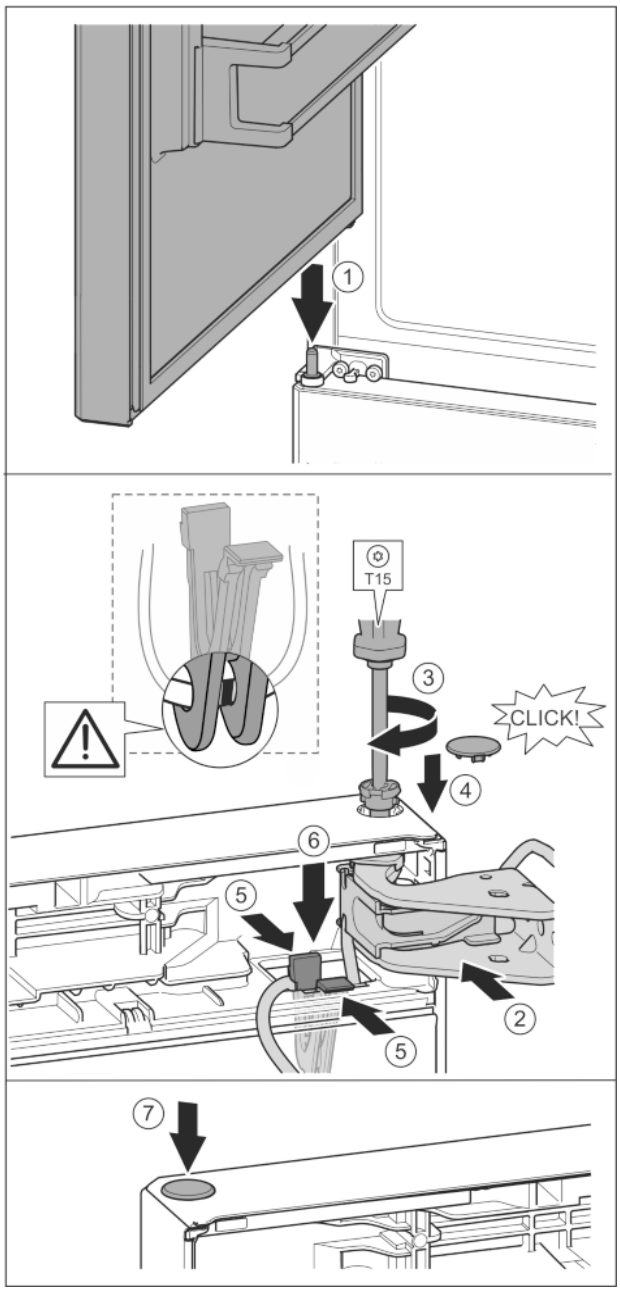

Fig. 39
▶ Obere Tür auf mittleren Lagerbolzen setzen *Fig. 39 (1)*
▶ Tür oben zur Öffnung im Lagerbock ausrichten. *Fig. 39 (2)*
▶ Bolzen einsetzen und mit Schraubendreher T15 festschrauben. *Fig. 39 (3)*
▶ Sicherungsabdeckung zur Sicherung der Tür montieren: Sicherungsabdeckung einsetzen und kontrollieren ob sie auf der Tür aufliegt. Ansonsten Bolzen vollständig einsetzen. *Fig. 39 (4)*
▶ Halter mit daran befestigtem Kabel in Öffnung einsetzen. *Fig. 39 (5)*
▶ Halter nach unten drücken bis die Lasche einrastet. *Fig. 39 (6)*
▶ Stopfen einsetzen. *Fig. 39 (7)*